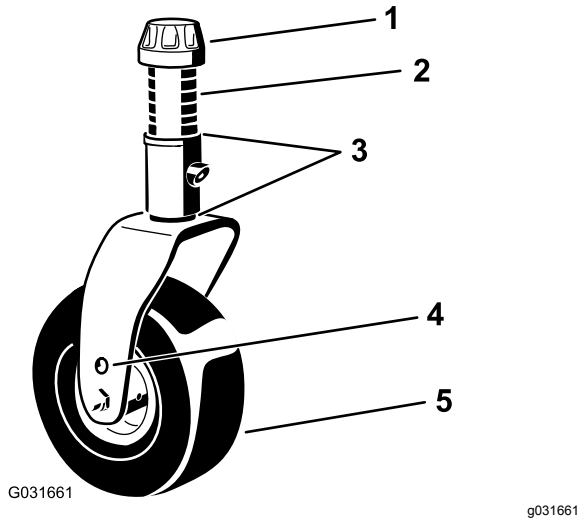

Figur 17
4. Brug den medfølgende styrehjulshættenøgle til at løsne strammehætten. Fjern den fra styrehjulsspindlens aksel, og skub styrehjulets aksel ud af styrehjulsarmen (Figur 17).
7. Monter afstandsstykkerne (som de sad oprindeligt) og de resterende afstandsklodser på akslen (Figur 17).
8. Monter strammehætten og tilspænd den med den medfølgende styrehjulshættenøgle for at fastgøre samlingen (Figur 17).